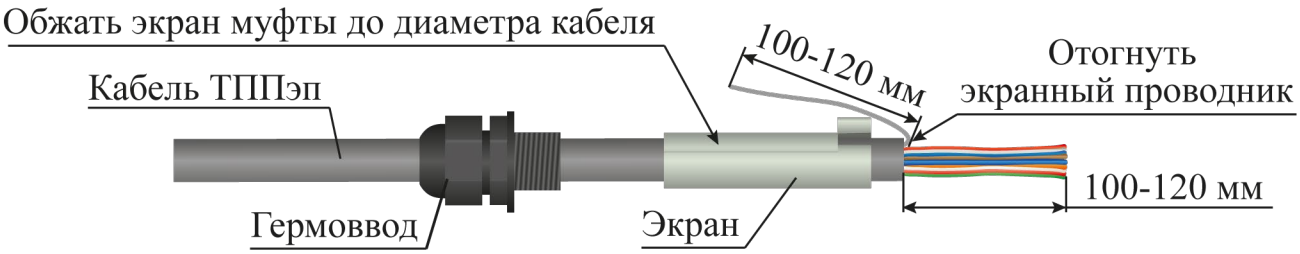

Рисунок 4.13
– надеть на оболочку одной части ремонтируемого кабеля в следующей последовательности: гермоввод, экран муфты соединительной (рисунок 4.13);
– снять оболочку со свободного конца кабеля ТППэп (с кабеля ТППбэп снять белую и черную оболочки) длиной 100 - 120 мм (рисунок 4.13);
– экранный проводник отвести в сторону (рисунок 4.13);